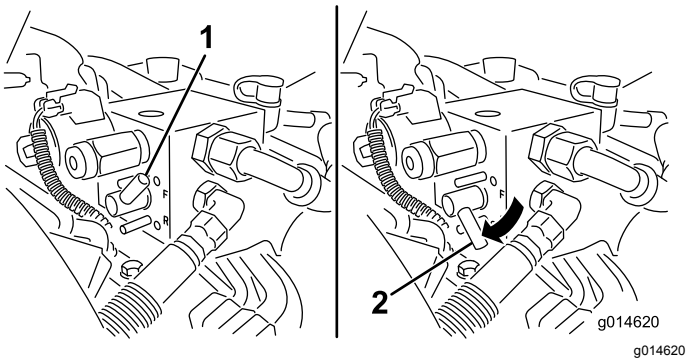

**Figur 52**
5. Vrid slipningsspaken till BAKÅTLÄGET (R) (Figur 52).